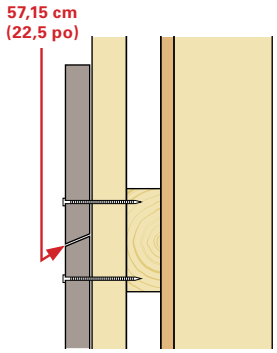

Fig. 19A
- Pour les poses verticales, veillez à ce que le chevauchement de l'extrémité coupée à 22,5 degrés soit orientée vers l'extérieur de sorte que l'eau ne coule pas entre les planches et reste sur la coupe orientée vers l'intérieur. *(Voir la figure 19A)*